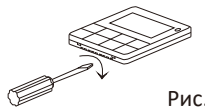

Рис. 7.6
2. Вставьте шлицевую отвертку в нижний паз проводного контроллера, как показано на рис.7.6 , и поверните ее. В результате чего откроется задняя крышка (не прилагайте большого усилия, чтобы не повредить плату).